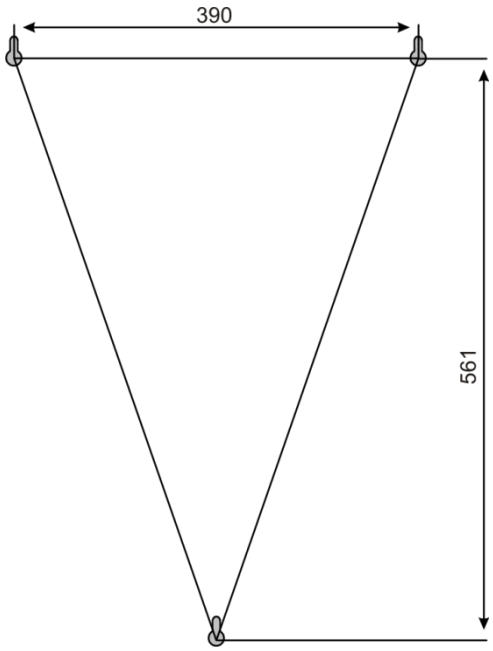

Рисунок 2
8.1 В соответствии с рис. 2 разметьте расположение отверстий крепления БРО. Подготовьте отверстия Ø 10 мм для установки дюбелей (входят в комплект поставки). Установите дюбеля и закрутите болты крепления таким образом, чтобы была возможность закрепить на них БРО без риска падения. После установки БРО дотяните болты крепления для надежной фиксации.